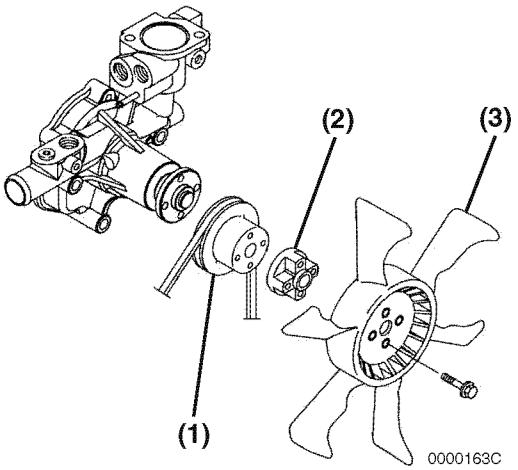

Figure 9-4
1. Remove the engine cooling fan guard (if equipped), engine cooling fan **(Figure 9-4, (3))**, spacer **(Figure 9-4, (2))**, engine coolant pump V-pulley **(Figure 9-4, (1))** and V-belt.